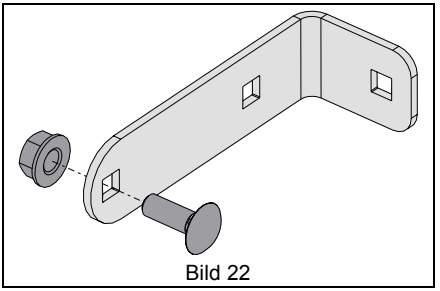

Bild 22
1. Avlägsna metalldelarna som håller L-fästet till batterifästet och sätt tillbaka metalldelarna i L-fästets hål närmast den böjda kanten. Se Bild 22.